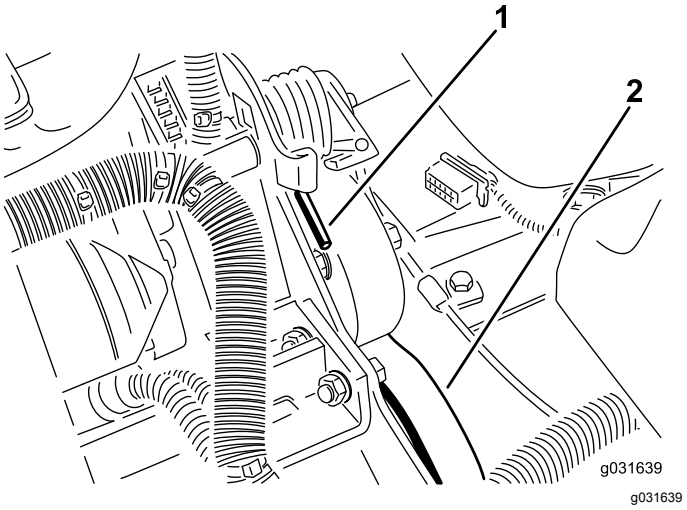

Figura 60
2. Premete l'estremità della molla e spingetela in avanti per sbloccarla dalla staffa e rilasciare la tensione della molla (Figura 60).